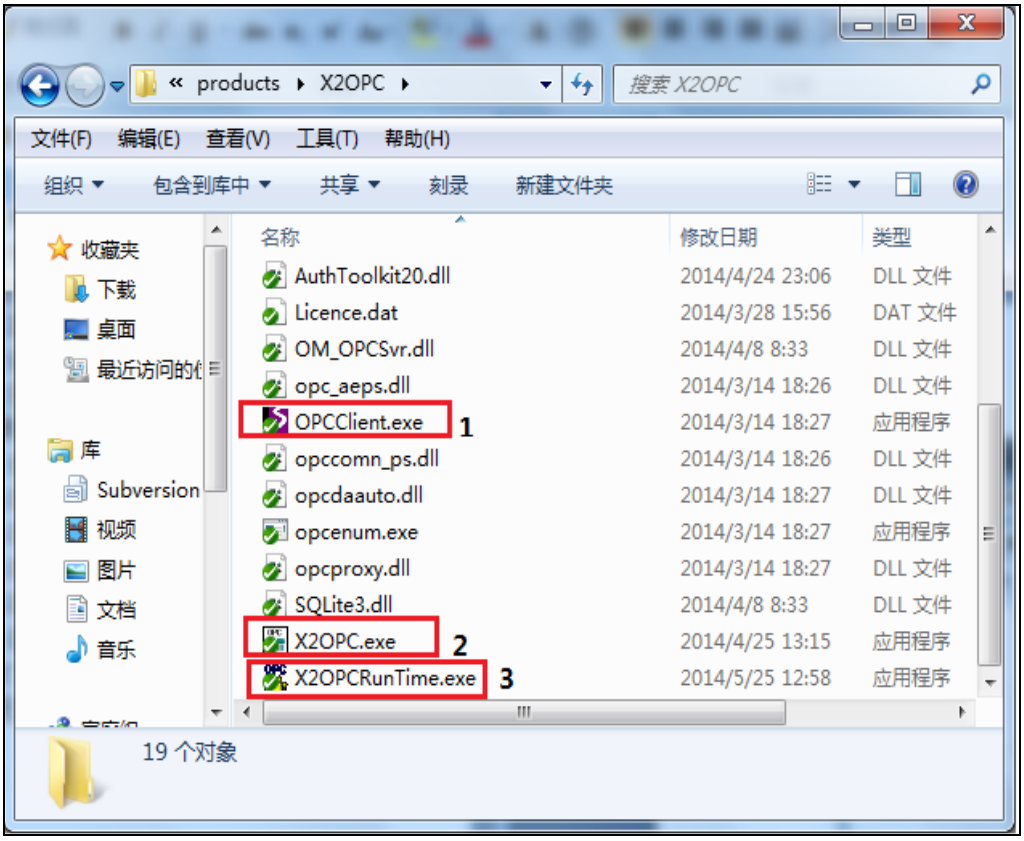

图 3-1 文件目录
**X2OPCRunTime.exe** 是 OPC 服务器运行程序，主要是用来注册 OPC 服务器和授权的，也是 OPC 服务器运行的最关键的程序，当第 2 个程序配置好工程后，只需要在后台单独运行这个程序，OPC 客户端就可以访问到服务器了。如图 3-1 所示。